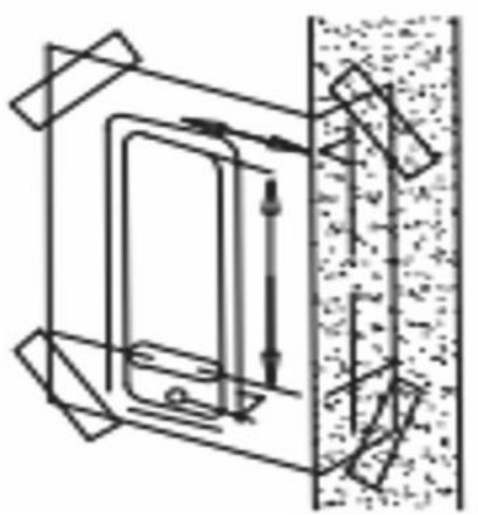

FIG3
1) Positionnez et fixez correctement le gabarit (gabarit produit modèle 5051) sur la surface de la porte intérieure. Hauteur requise par rapport au sol. Assurez-vous que la Le gabarit d'alignement de bord de porte pertinent et marqué doit être correctement aligné. avec le bord de porte réel (comme Fig 3).